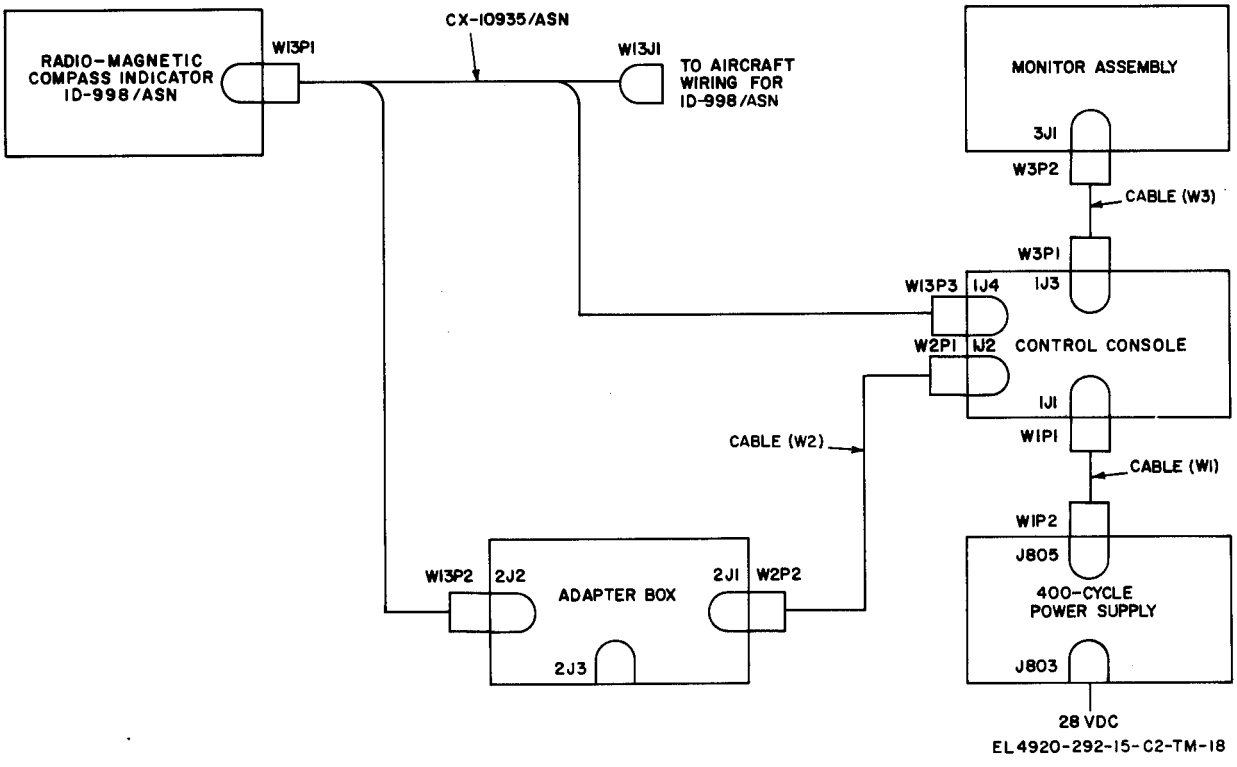

Figure 9-17. Adapter cable interconnection for system compass swing on J-2 and AN/ASN-43 a with ID-998/ASN.
(1) Remove the one-cycle adapter cable from the compass transmitter. Connect aircraft wiring and compensator to the compass transmitter.
(2) Connect the compass calibrator to the aircraft compass system as shown in figure 9-17.
(3) Apply power to the compass system.
(4) Set the control console switches as follows:
(1) Connect the compass calibrator to the aircraft compass system in accordance with figure 9-17.
(2) Apply power to the compass system.
(3) Set the control console switches as follows :